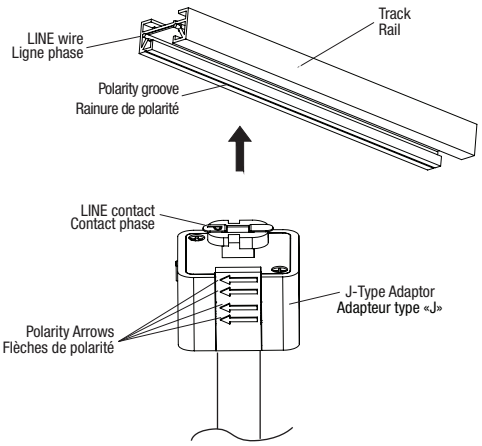

Fig. 1b
4. Insérer les contacts en laiton de l'adaptateur dans l'encoche du rail (Fig. 1b).